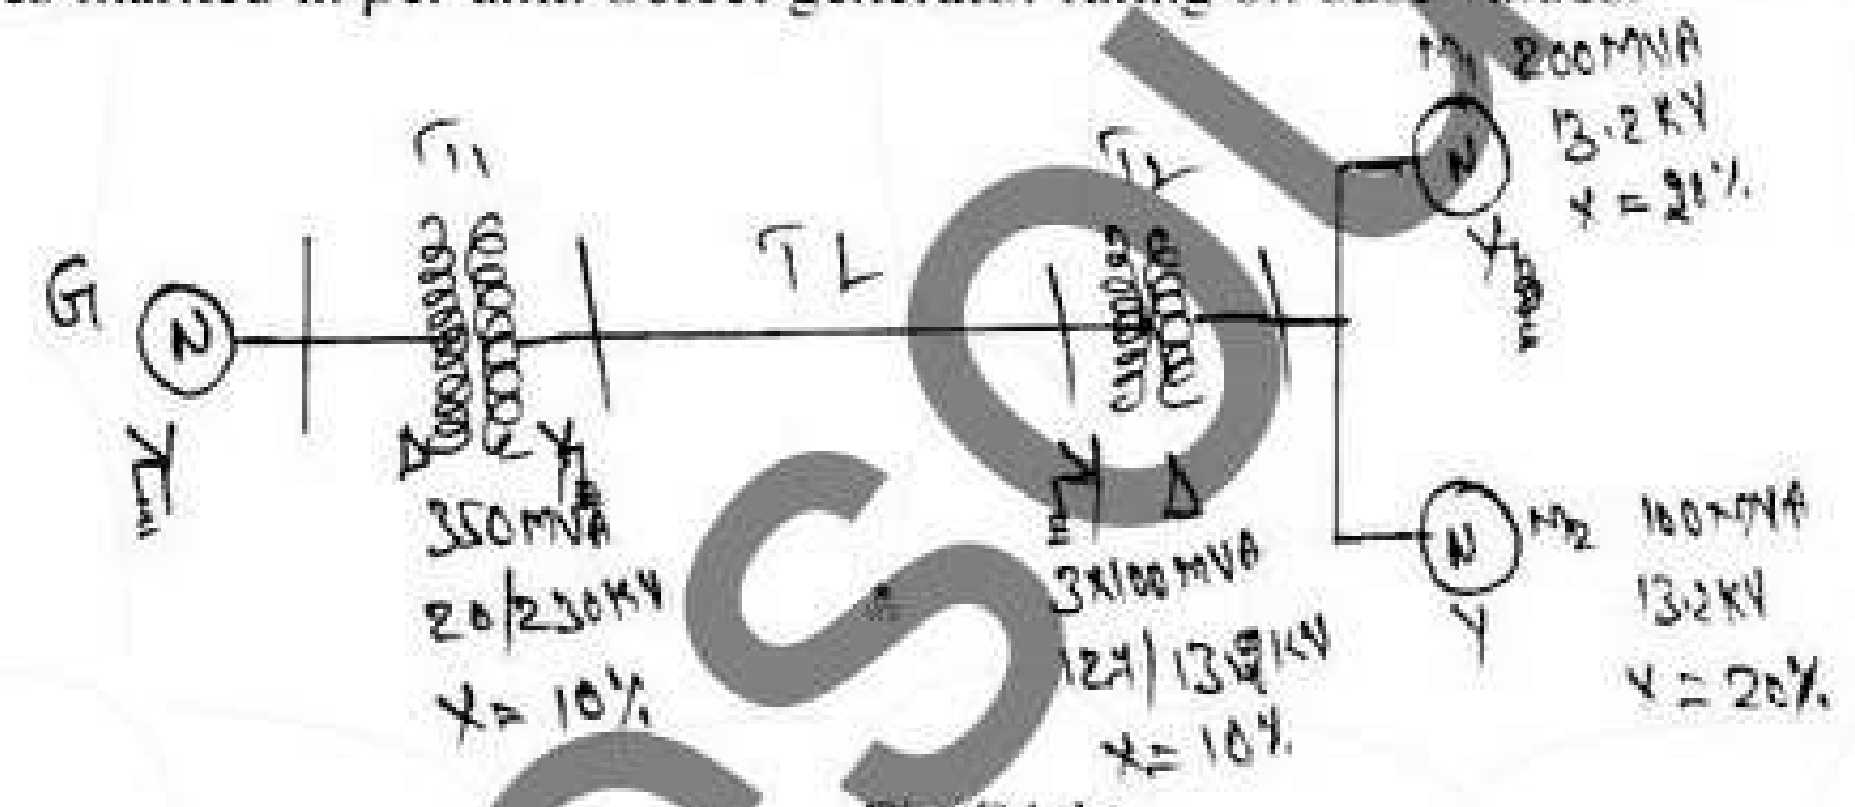

Fig.Q1(b) **(10 Marks)**
b. A 300 MVA, 20 KV, 3-phase generator has subtransient reactance of 20%. The generator supplies two synchronous motors through a 64 KVA transmission line having transformers at both ends as shown in Fig.Q1(b). T_1 is a 3-phase transformer and T_2 is composed of 3-single phase transformers of rating 100 MVA each, 127/13.2 KV, 10% reactance. series reactance of transmission line is 0.5 ohm/km. Draw the reactance diagram with all reactances marked in per unit. Select generator rating on base values.